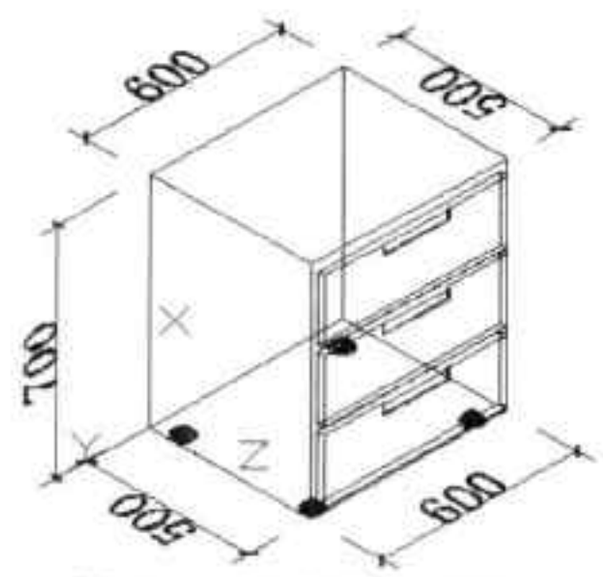

图12-70 标注模型高度尺寸
Step 02 坐标设置好后，执行二维标注命令，即可对模型高度进行标注，结果如图 12-70 所示。